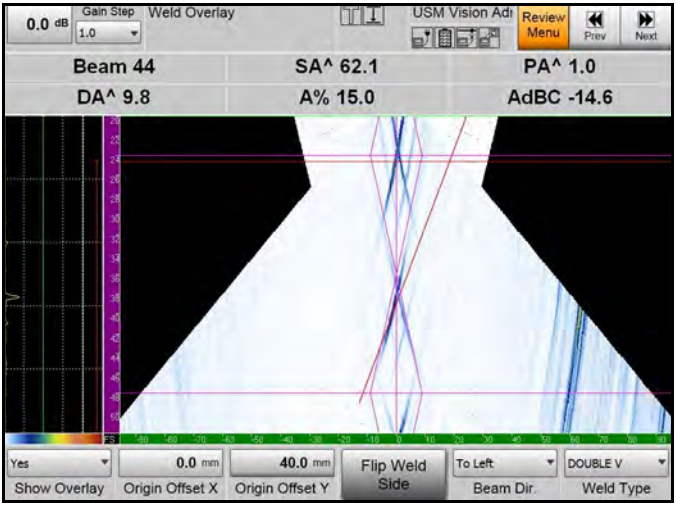

Рис. 65: Наплавленный слой сварного шва с кнопкой переворачивания (Flip)
2. Настройте двойное секторное сканирование в следующей последовательности, показанной на Рис. 65 на следующей странице: